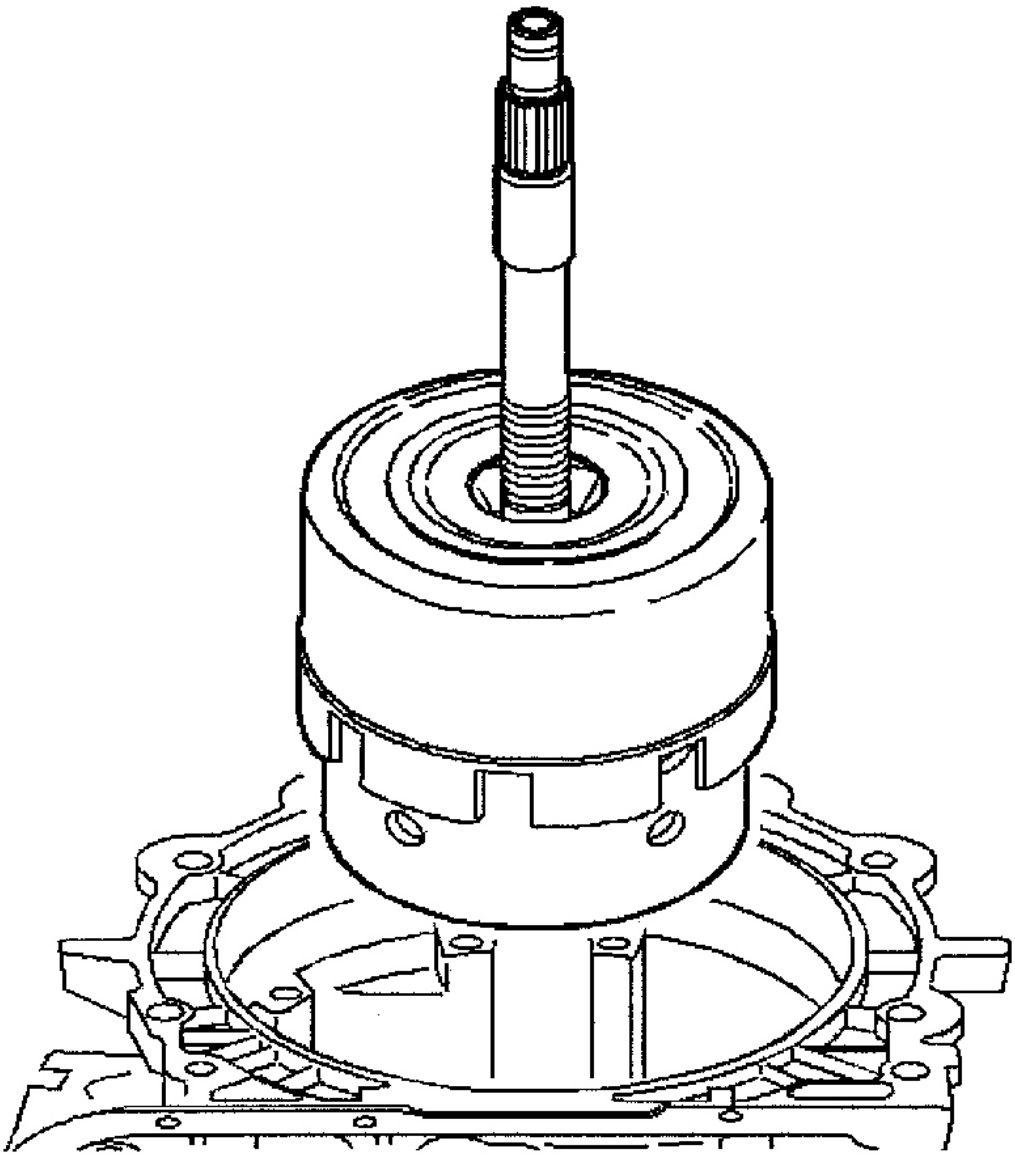
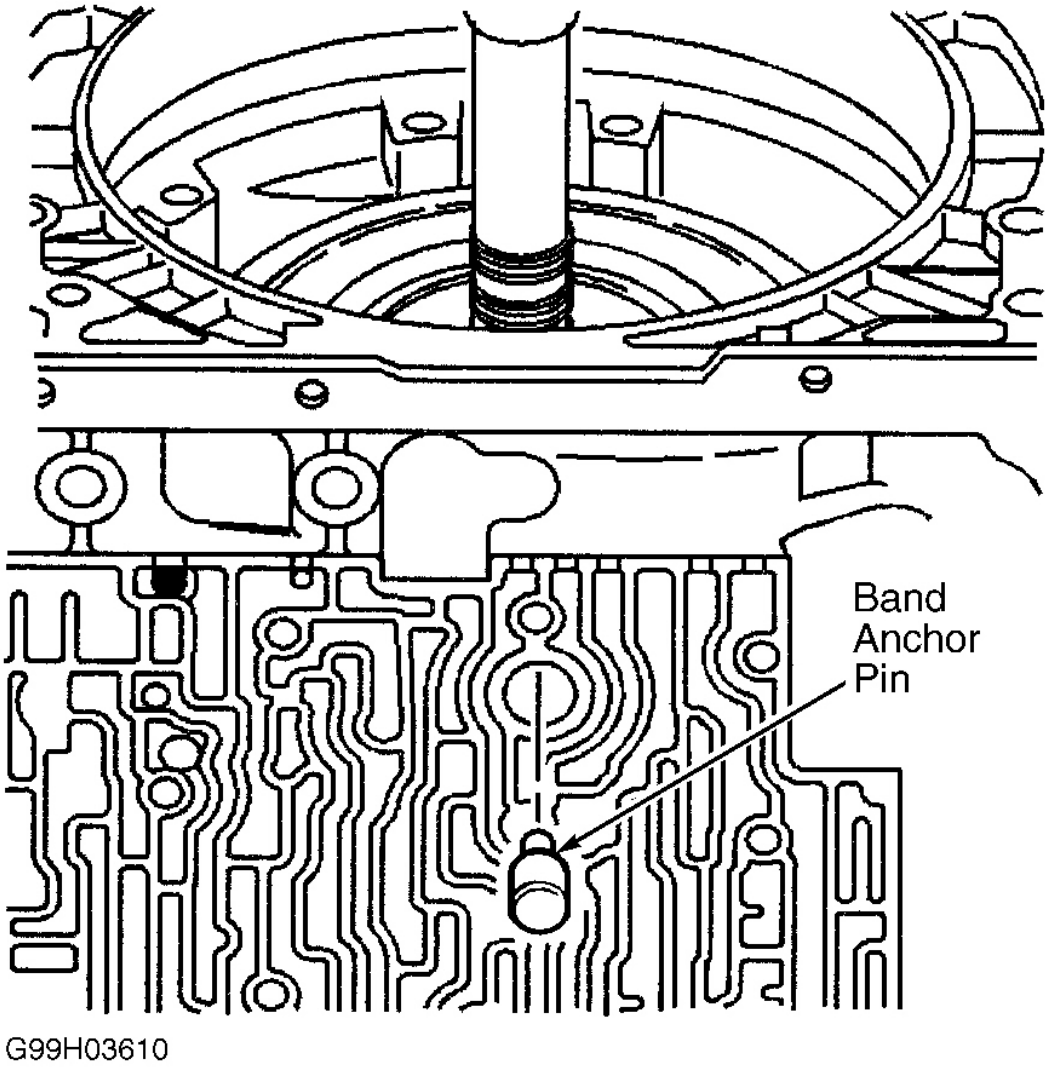

Fig. 19: Removing/Installing Input Clutch Assembly
Fig. 25: Removing/Installing 2-4 Band Anchor Pin
2. Remove oil pump, seal and gasket. Remove reverse input clutch-to-pump thrust washer from pump. Remove band anchor pin from case. See **Fig. 25** Lift out input housing, shaft assembly, reverse input clutch housing and drum assembly. See **Fig. 19** .